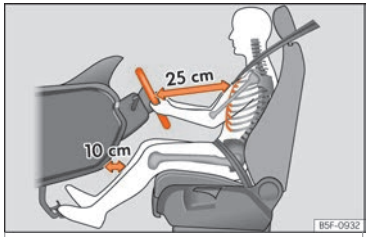

Fig. 3 La distance correcte entre le conducteur et le volant doit être de 25 cm minimum (10 pouces).
- Réglez le volant de sorte qu'il se trouve à une distance d'au moins 25 cm (10 pouces) du sternum ››› fig. 3 et que vous puissiez le tenir à deux mains sur les côtés, à l'extérieur, les bras légèrement fléchis.
- Réglez le siège dans la longueur de manière à pouvoir actionner à fond les pédales avec les genoux légèrement fléchis et de manière à laisser une distance d'au moins 10 cm (4 pouces) entre les genoux et le combiné d'instruments ››› fig. 3.